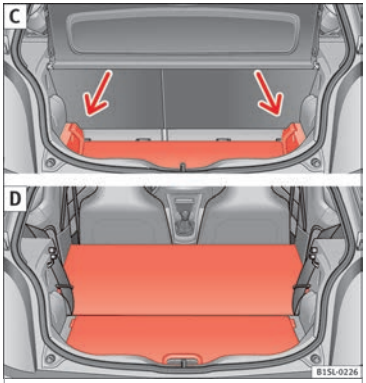

Fig. 139 C: extend the boot downward. D: extend the boot forward.
- Raise the boot floor and push it downward in the rail ››› **Fig. 139 C** (arrows)